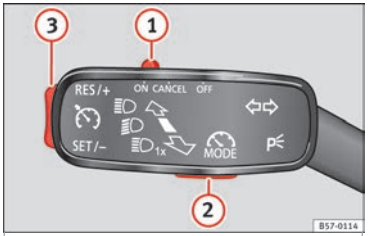

Fig. 173 On the left of the steering column: control and buttons to operate the speed limiter.
If you wish to temporarily switch off the speed limiter, e.g. to overtake, move control ››› Fig. 173 (1) of the turn signal lever into position **CANCEL** or the third lever into pressure point **CANCEL** or press button (2) on any lever.